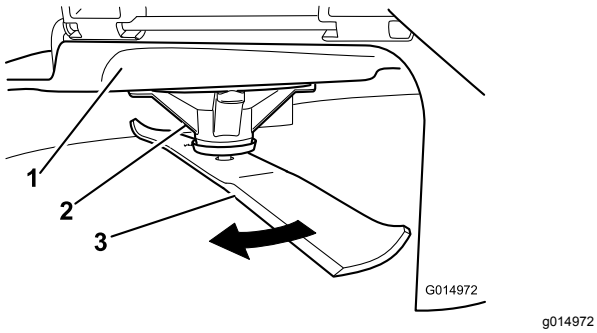

Figur 50
2. Mens der bæres tykt polstrede handsker eller anden tilstrækkelig håndbeskyttelse, drejes skærekniven langsomt til en position, som gør det muligt at foretage en effektiv måling af afstanden mellem skærekanten og den plane overflade, maskinen står på Figur 50).